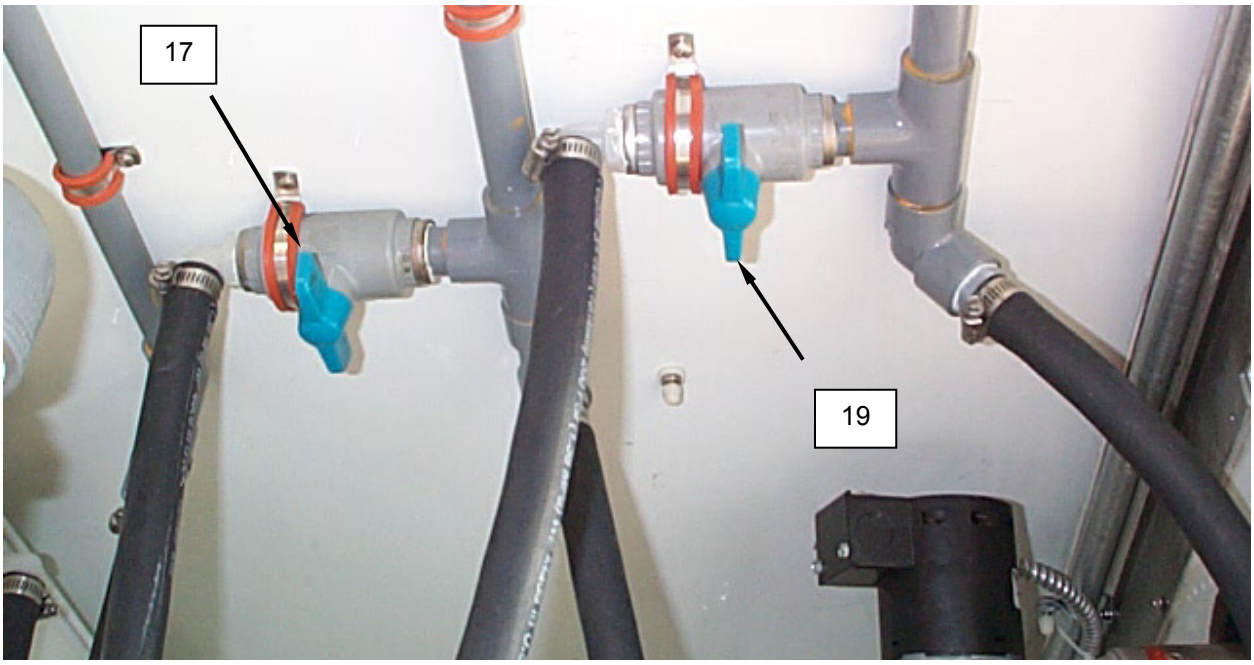
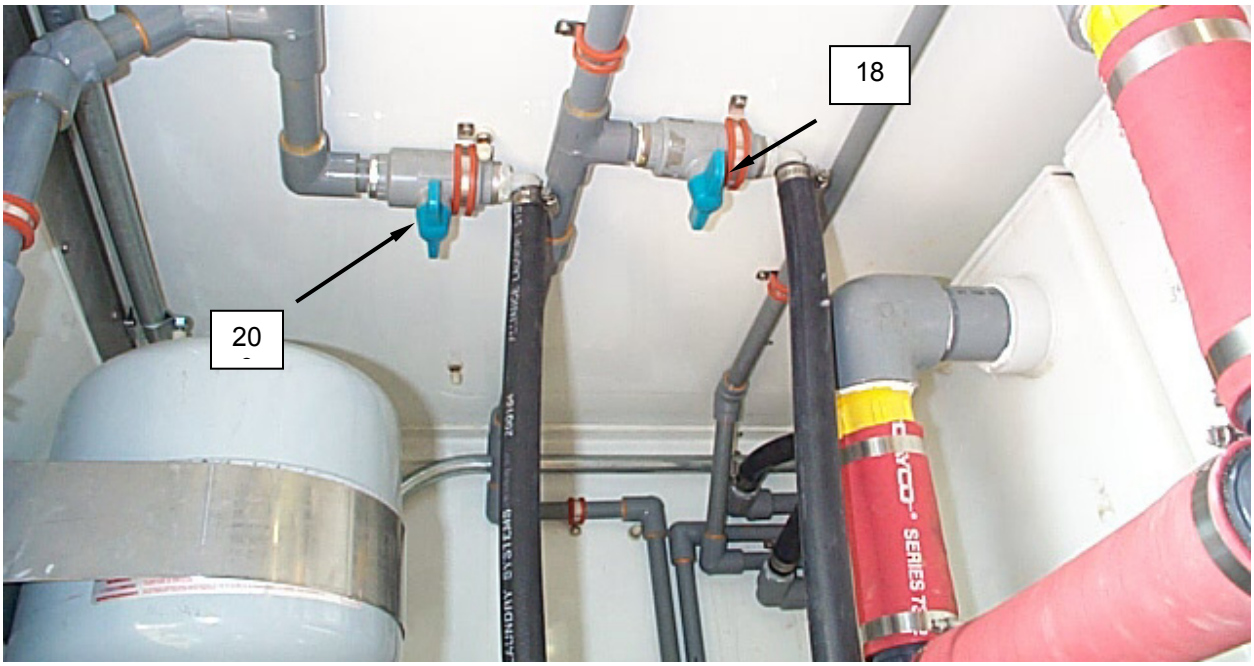
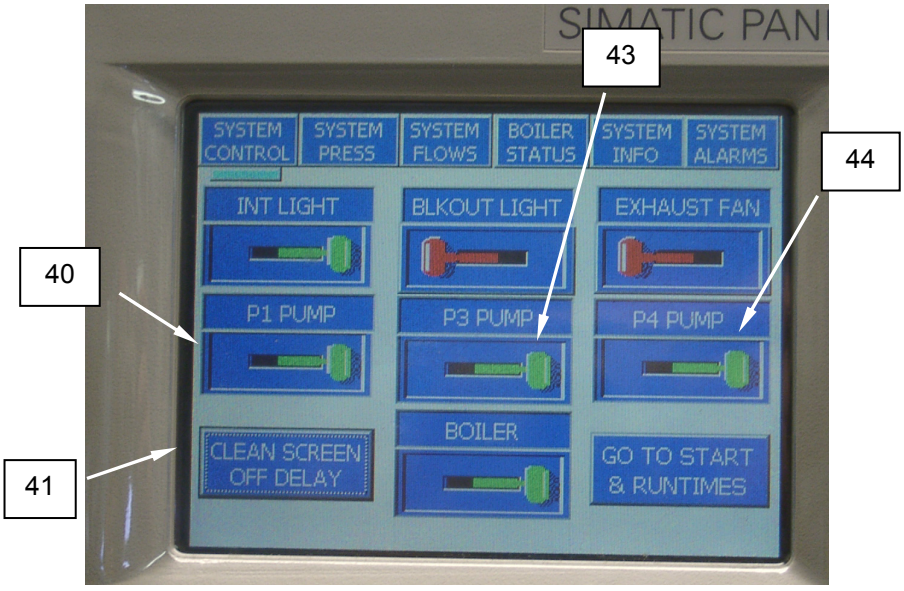

Figure 11. Hot and Cold Water Shutoff Valves (V-5 and V-6) for Washer No. 1.
Figure 12. Hot and Cold Water Shutoff Valves (V-7 and V-8) for Washer No. 2.
Figure 21. Switching the Pumps ON.
8. Open the hot water shutoff valves V-5 **(Figure 11, Item 17)** and V-7 **(Figure 12, Item 18)**, and cold water shutoff valves V-6 **(Figure 11, Item 19),** and V-8 **(Figure 12, Item 20)** to both washers.
1. Ensure the P-1 Pump switch **(Figure 21, Item 41)** on the PLC Control Panel **(Figure 12, Item 42)** is in the ON position. The indicator will flip to the right and turn green when the switch is ON.
2. Switch the P-3 Pump **(Figure 21, Item 43)** and P-4 Pump **(Figure 21, Item 44)** on the PLC Control Panel **(Figure 21, Item 42)** to the ON position. The indicator will flip to the right and turn green when the switch is ON.